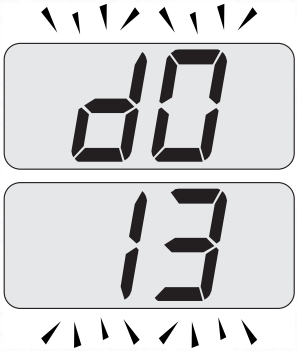

Fig. 2.2
In order to activate, press keys 14 and 16 together to access the "INFO" menu. The display displays the value "**d0**" that alternates with the pressure value "**13**" (1,3 bar). The number indicating the pressure, is displayed without decimal points while the letter indicates the unit of measure (bar) Fig. 2.2.
If the pressure reading on the pressure gauge is below that shown in Fig. 2.2, then the system will require topping up. A filling loop is normally provided by the Installer for this purpose.
- Open the valves of the filling loop and watch the display until it reaches normal filling pressure as shown in Fig. 2.2.